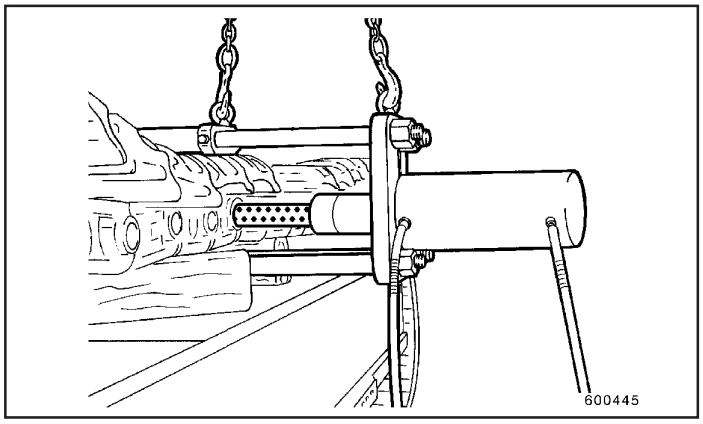

Fig.5
- Borrife o pino mestre com molykote (P/N 73171482). Posicione o pino mestre (Fig. 5) e pressione o mesmo rapidamente até inserção total.